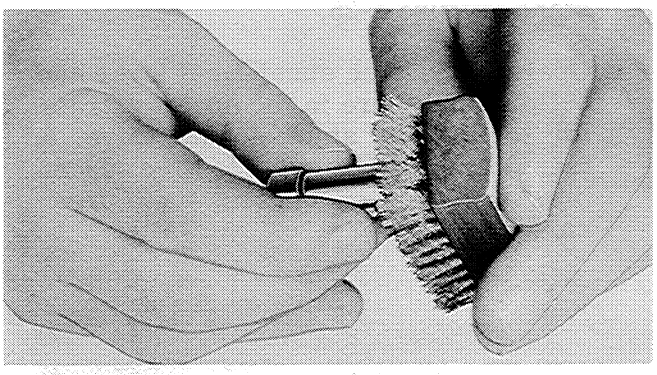

Figure I-30
5. Except for the lapped surface of the nozzle body that contacts the holder and forms a seal, clean the outer surfaces of the nozzle body with the Brass Wire Brush, Figure I-30. Do not use any hard object to scrape carbon from the surface around the opening for the valve. Serious damage will result.